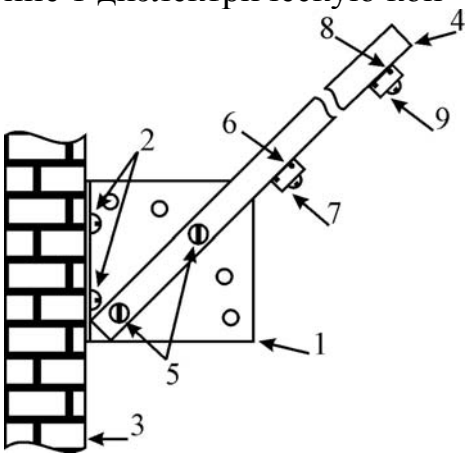

рис. 10.5
10.1.3 Установить кронштейны с диэлектрическими консолями из комплекта монтажных частей (КМЧ2 или КМЧ3) на заграждение с интервалом ~ 3…5 метров. Кронштейны 1 крепить к заграждению 3 с помощью шурупов, болтов или др. крепежных изделий 2 в соответствии с рис. 10.5. Установить на кронштейне 1 диэлектрическую консоль 4. Закрепить в нижней части консоли 4 нижний провод 6 с помощью прижима и винта (шурупа) 7. Также закрепить в верхней части консоли 4 ВП 8.